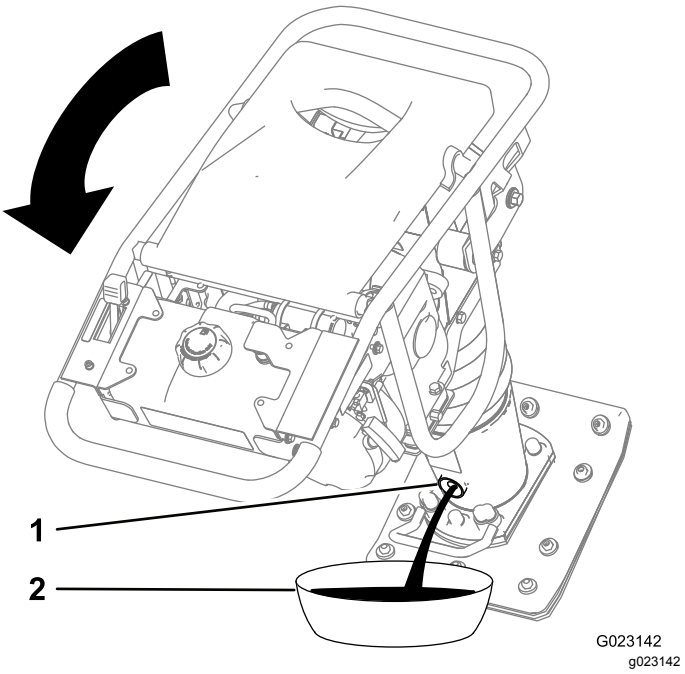

Figura 21
4. Incline la máquina de manera que la mirilla de aceite está orientada hacia abajo para asegurarse de que el aceite se drene completamente (Figura 21).
5. Coloque un recipiente debajo de la mirilla de aceite (Figura 21).
6. Retire la mirilla (Figura 21).
7. Drene el aceite por el orificio de la carcasa (Figura 21).